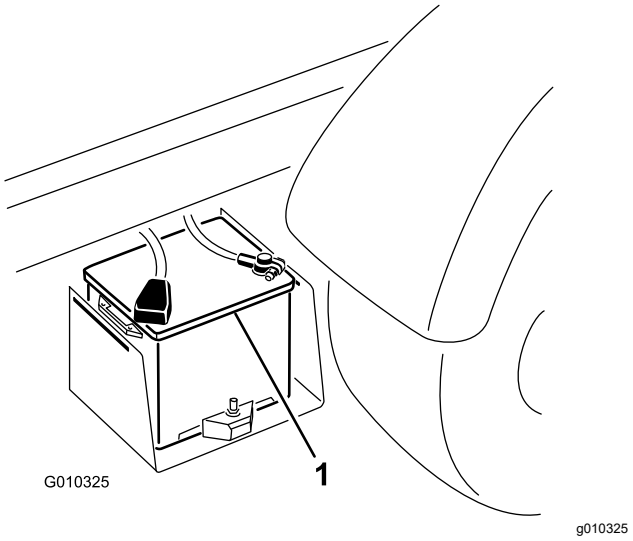

Figuur 52
2. Sluit een startkabel aan tussen de positieve polen van de 2 accu's (Figuur 52).